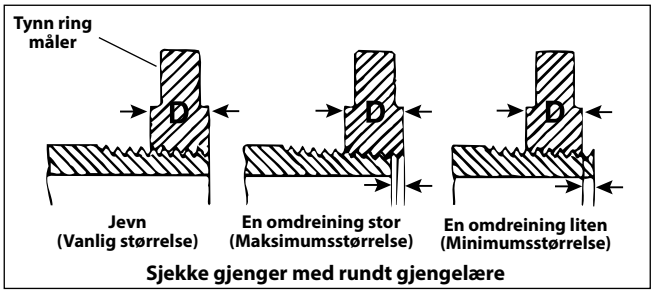

Figur 16 – Undersøk gjengestørrelsen
3. Undersøk gjengestørrelsen. Foretrukket metode for å sjekke gjengestørrelsen er med et rundt gjengelære. Det finnes flere ulike typer gjengelærer, og bruken kan variere fra det som er vist på *Figur 16*.